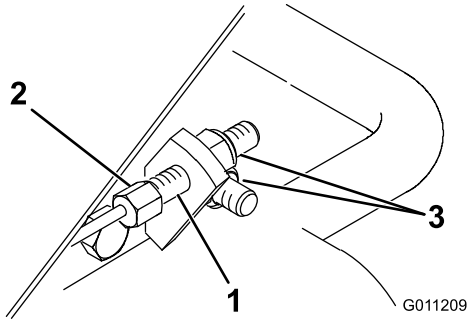

Figur 48
1. Spänn kabeln genom att fästa den sexkantiga kabeländen med en fast nyckel och vrida muttern på kabeländen med en annan nyckel (Figur 48).